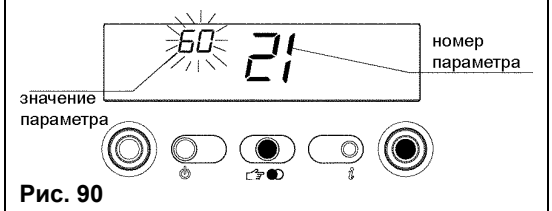

Рис. 90
- Нажмите кнопку ENTER, чтобы перейти к изменению значения данного параметра. При нажатии кнопки ENTER, на дисплее начнет мигать значение параметра, установленное ранее (рис. 90).